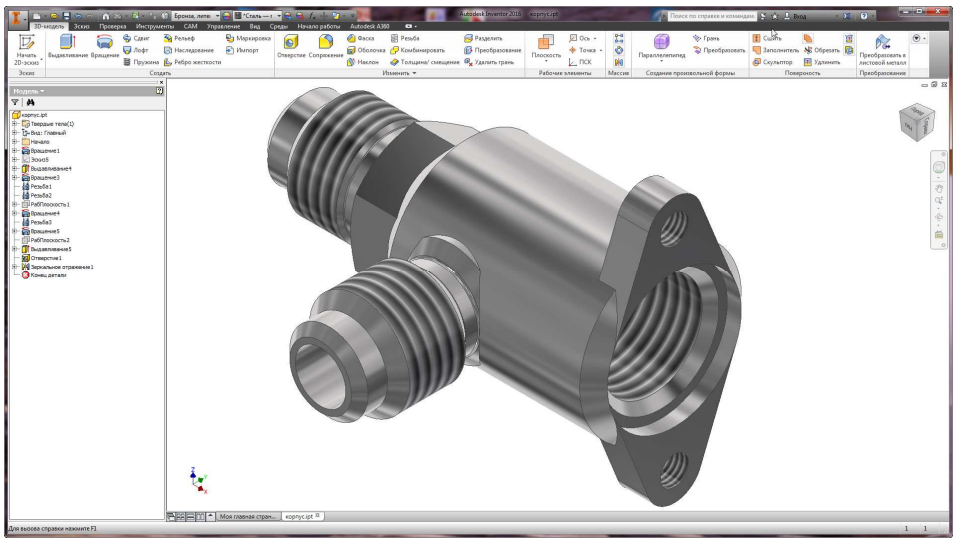

Fig. 6
6. Finally, using sketches staffing tools and commands of CAD actually generated a 3D model of the product (figure 6).